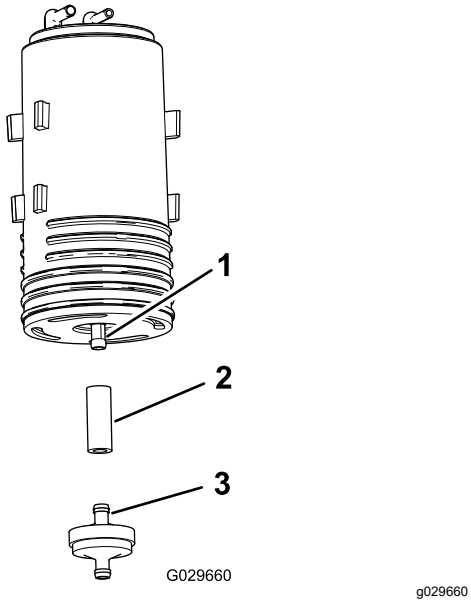

Figur 48
4. Fjern karbonsylinderfilteret og den korte delen av slangen fra den nedre nippelen på den gamle karbonsylinderen (Figur 48).
5. Monter slangen på den nedre nippelen på den nye karbonsylinderen (Figur 48).
6. Plasser til en ny karbonsylinder inn i slangen (Figur 48).